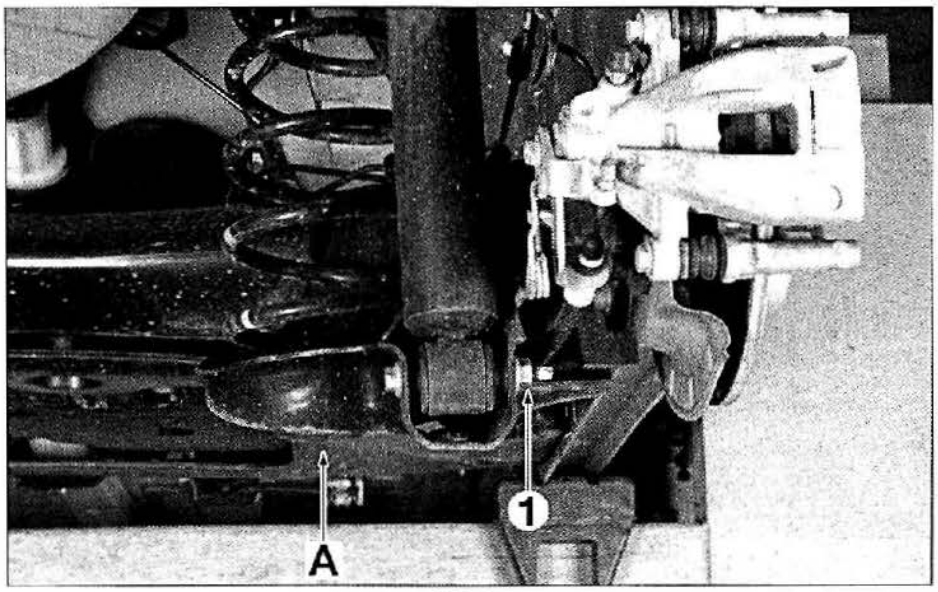

FIG. 27
- Poner un útil de levantamiento en "A" **(fig. 27)**.
- poner un útil de levantamiento en "A" **(fig. 27)**
- desmontar el tornillo (1)